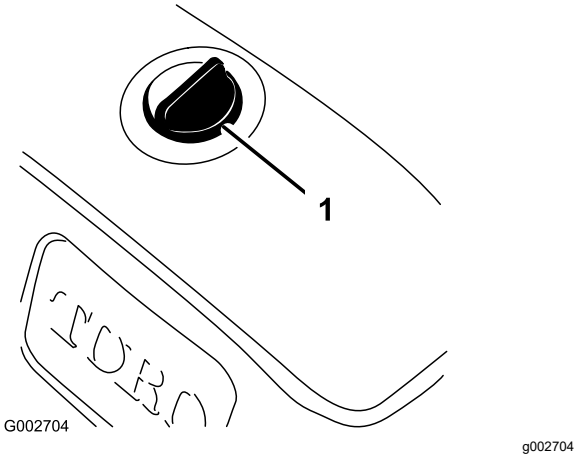

**Figur 39**
3. Gör rent omkring locket till hydrauloljetanken för att förhindra att skräp kommer in i tanken (Figur 39).